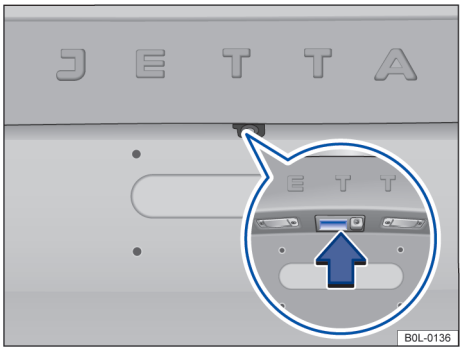

图 46 从车外打开尾门
– 按一下车辆钥匙上的按钮 解锁尾门或完全解锁车辆后，通过按压按钮 →图 46（箭头）打开尾门；
– 或：按住车辆钥匙上的 按钮，直至尾门自动打开数毫米，通过按压按钮 →图 46（箭头）打开尾门；